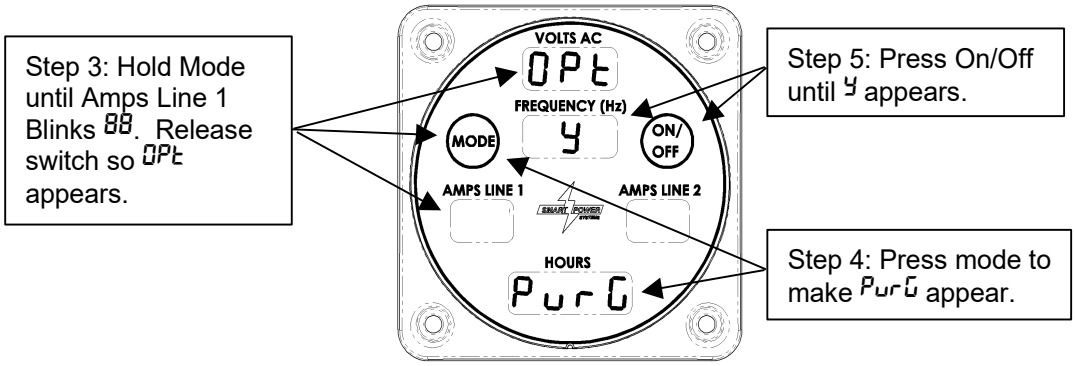

Figure 10 – Enabling Purge Mode
The system controller has been designed to provide a purge option. With this option applied, the generator will turn at a reduced speed to minimize wear to the system's hydraulic components while purging air from the system. The generator is shipped from the factory with the purge option enabled. Reference Figure 10, below, for instruction on manually enabling purge mode.
3. Otherwise, press and hold the Mode switch until the Amps Line 1 field begins blinking 88 (more than 10 seconds). Release the switch so OPt appears. Reference Figure 10.